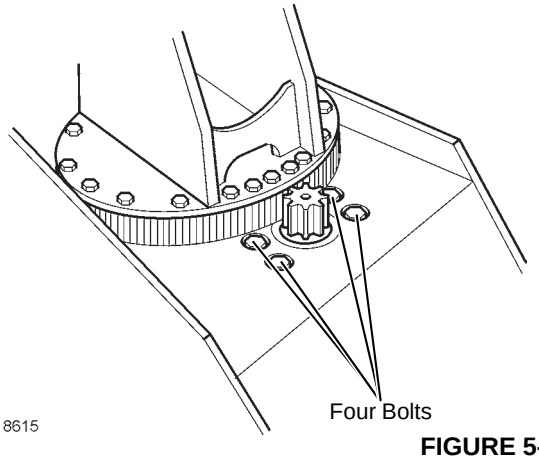

FIGURE 5-44
Torque the 1/2” gearbox mounting bolts (4) see *Fasteners and Torque Values page 1-12*. Refer to Figure 5-44 for bolt locations.